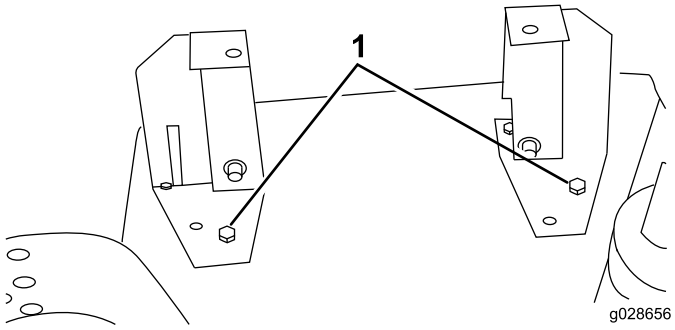

図 12
4. 各ブラケットを型紙として、三番目の取り付け穴の位置を出す 左後ろの位置 図 12。
7. 各ブラケットに直径 9mm の穴を開けてキャップスクリュ 5/16–18 x 3/4 インチ とロックナットで固定する 図 12。